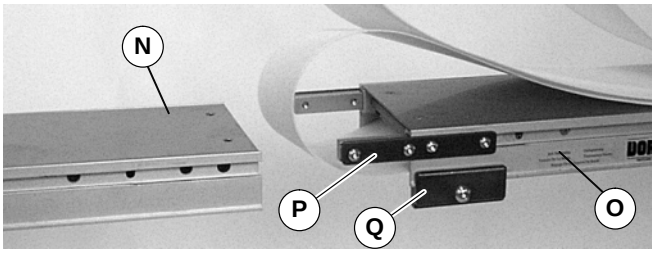

Abbildung 4
1. Typische Bauteile (Abbildung 4)